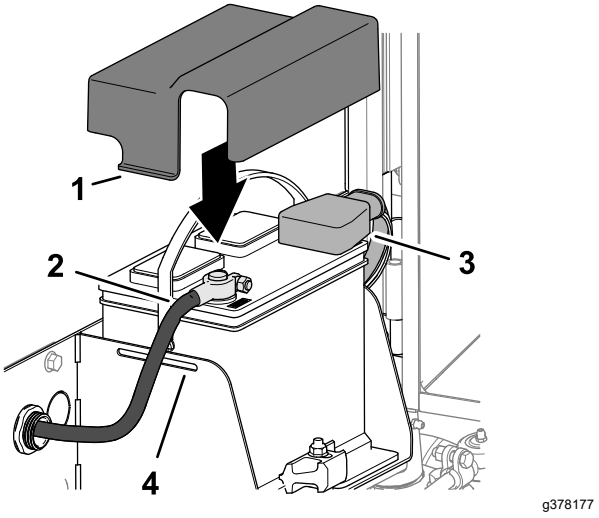

Figur 97
1. Montér batteriets pluskabel (rødt) på batteriets pluspol (+) (Figur 97).